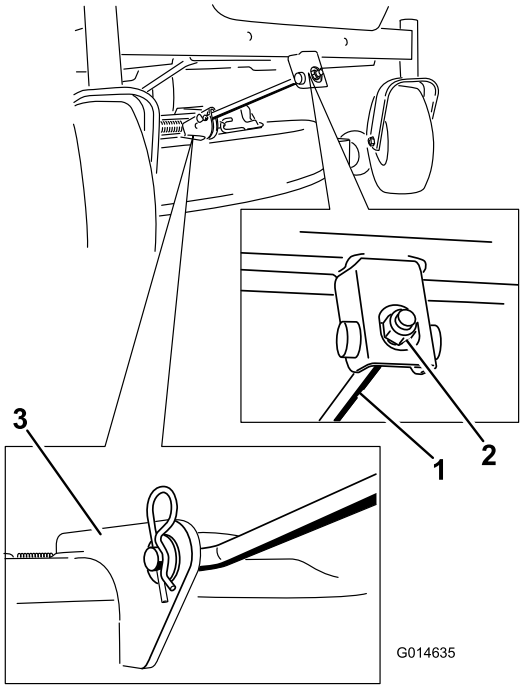

Figur 65
4. Ta bort hårnålssprinten från den främre stödstången och ta bort stången från däckfästet (Figur 65).
6. Fäst den främre stödstången vid klippardäcket med hårnålssprinten och sprintbulten (Figur 65).